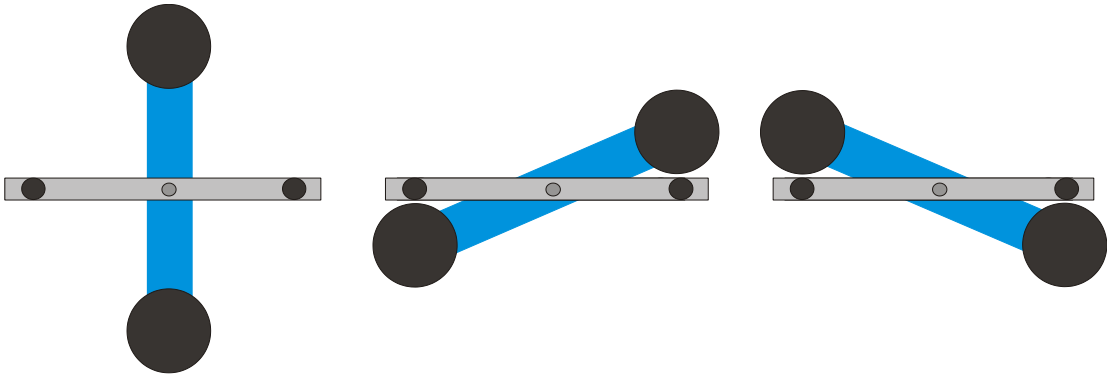

Fig. 6 Positionen des äußeren Tragebalkens (Ansicht von oben) links: Position 1, Mitte: Position 2, rechts: Position 3
- Große Bleikugeln auf den äußeren Tragebalken in Position 1 legen (sieh Fig. 6) und abwarten, bis die Schwingungen zur Ruhe gekommen sind (Beobachtung des Lichtzeigers). Gegebenenfalls Nullpunkt kalibrieren.